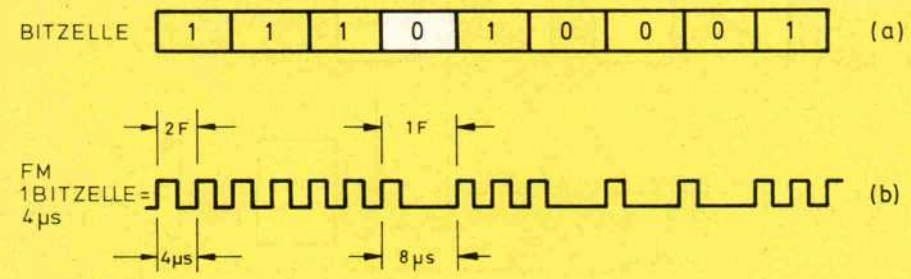

Bild 2. Darstellung einer Bit-Zelle für das FM-Verfahren
Nachdem Sie nun das Laufwerk etwas 'kennen', ein wenig unvermeidbare Theorie. Als erstes befassen wir uns mit dem Schreibformat. Die Art des Aufzeichnungsverfahrens wird durch den Controller bestimmt. Die Aufzeichnung erfolgt beim SA 400 nach dem Frequenz-Modulationsverfahren (FM). Dabei werden zwei verschiedene Schreibfrequenzen benutzt. Wie dies im einzelnen aussieht, geht aus Bild 2 hervor. Das übertragene Datenbit ist im Bild gekennzeichnet. Die übrigen Bits einer 'Bitzelle' dienen Steuerzwecken. Es werden neun Bit übertragen, wobei ein eventuell vorhandenes Datenbit im Zentrum der Bitzelle steht. Jede Bitzelle beginnt mit einem Clockbit.